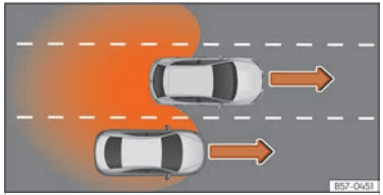

Fig. 148 Avançament al carril central i incorporació posterior al carril dret.
- Quan avanceu un altre vehicle ››› fig. 148 amb una diferència de velocitat d'aprox. 10 km/h (6 mph). Si l'avançament és considerablement més ràpid, no es mostra cap indicació.